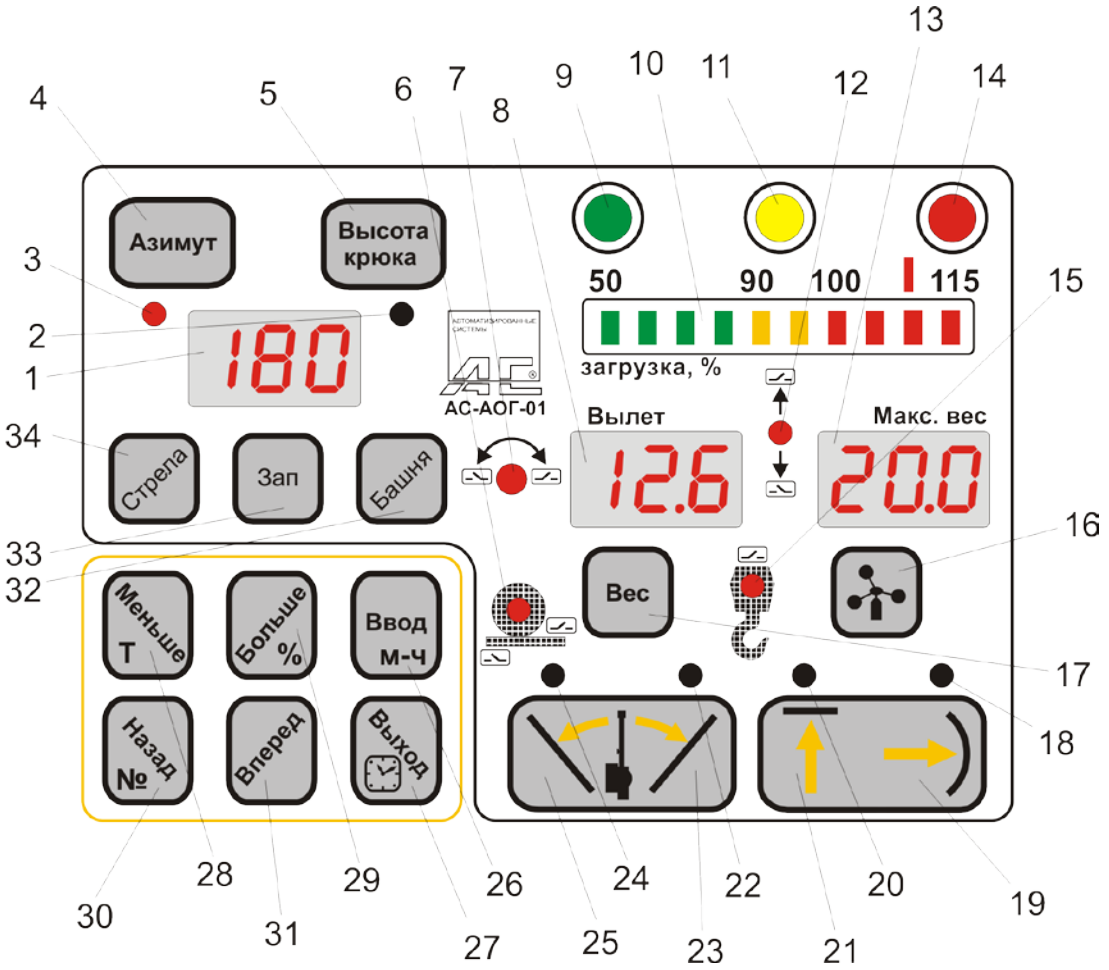

Рис. 4
6.4.8. На панели индикации и управления блока АОГ, Рис.4, расположены: линейный аналоговый индикатор загрузки, 3 цифровых дисплея, характеризующих режим работы крана, кнопки управления, кнопки включения и выключения различных видов ограничений координатной защиты и индикаторы, характеризующие состояние системы после нажатия соответствующих кнопок.